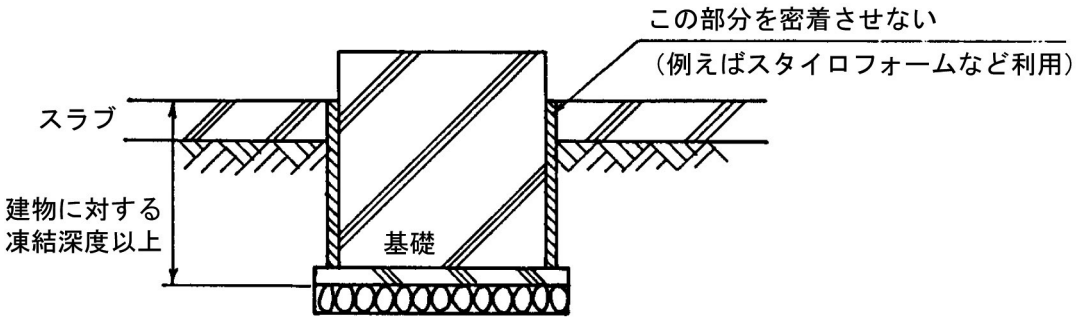

図10　基礎の凍結防止（コンクリート土間が凍上するおそれのある場合）
①屋外の基礎表面のモルタル仕上げは、アンカーからの水の侵入による凍害のおそれがあるので、原則として行わない。
②極寒期のコンクリート打設はさけ、打設するときは温水練り早強コンクリートとし、打設後の保温養生を行う。
③冬期工事を中断する場合で、コンクリート土間が凍上するおそれのあるときには、図10に示すように基礎と土間との緑を切る。